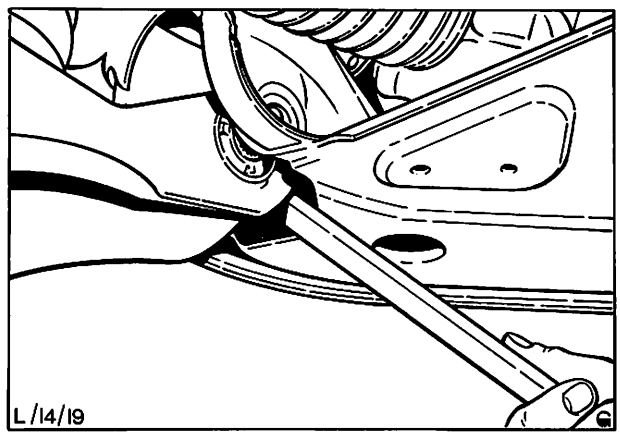

Abb. 39 Querlenker unten wegdrücken
10. Mutter der unteren Querlenkerbefestigung am Verbindungsrahmen entsplinten und abschrauben. Schraube heraustreiben, unteren Querlenker mit einem Montierhebel vom Verbindungsrahmen wegdrücken, Abb. 39, und Feder durch Lösen der großen Werkzeugmutter ganz entspannen.